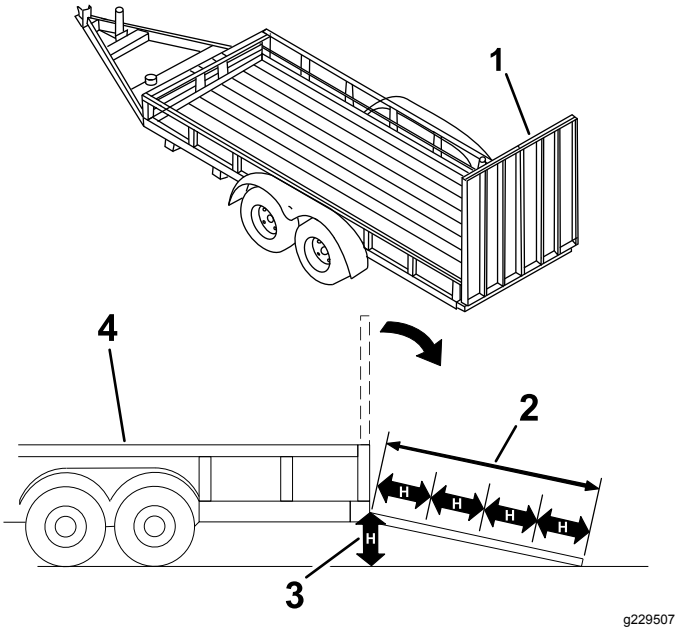

Rysunek 27
Ładowanie maszyny na przyczepę lub ciężarówkę zwiększa prawdopodobieństwo przewrócenia maszyny, co może prowadzić do poważnych obrażeń lub śmierci (Rysunek 27).
3. Opuść pochylnię (Rysunek 27).